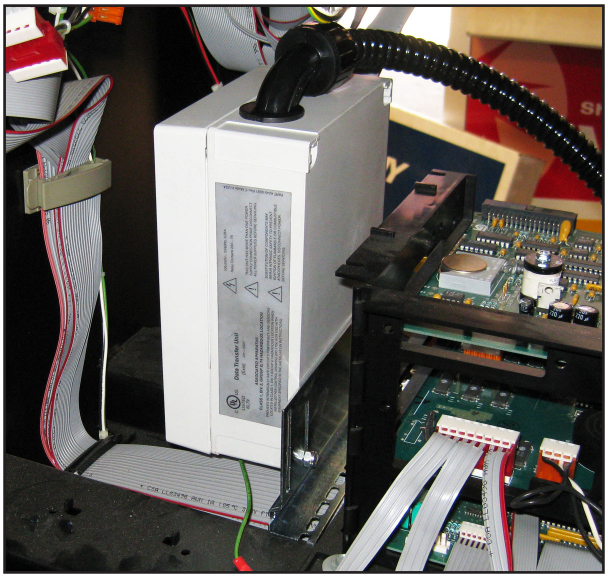

Figure 15: Attach DTU Mounting Bracket
33. Install the DTU assembly on the horizontal cross bracket as shown in Figure 15. Use the two screws, washers, and nuts as supplied in the TS-DTU/P hardware kit.